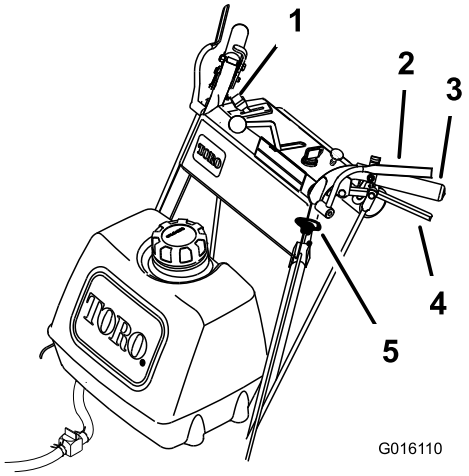

Figura 12
1. Para engranar las cuchillas, apriete las palancas de Control de Presencia del Operador (CPO) contra las empuñaduras de los manillares (Figura 12).
1. Empuje hacia abajo el mando de control de las cuchillas (TDF) a la posición de desconectado (Figura 12).
2. Si suelta las palancas de Control de Presencia del Operador (CPO), se parará el motor y se detendrán las cuchillas (Figura 12) con la palanca de control de las cuchillas engranada.